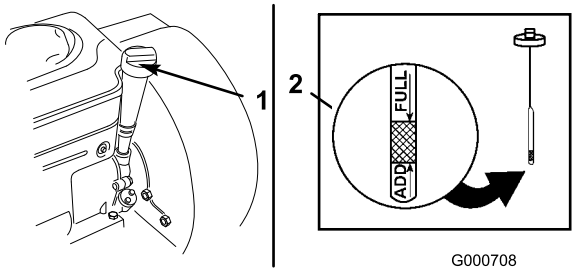

Figur 26
3. Gör rent runt oljestickan och ta bort den (Figur 26).